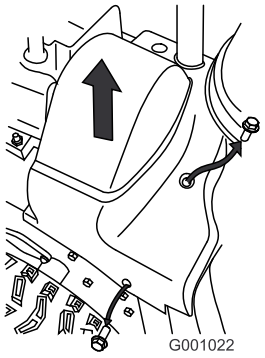

Figur 47
2. Løft opp den høyre siden av remdekslet (Figur 47).